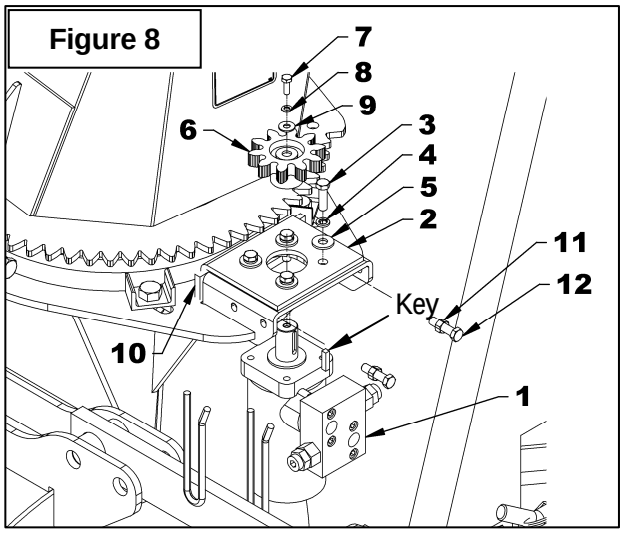

Figure 8
1. **Figure 8:** Install the motor (item 1) placing the anchor plate on top (item 2) as shown on figure. Attach with four 3/8"NC x 1 1/4" (item 3) hex. bolts, lockwashers and flat washers (items 4-5). Tighten manually.
2. **Figure 8:** Install the motor gear (item 6) with the key, 8mm x 20mm bolt (item 7), lockwasher and flat washer (items 8-9). Tighten according to the ***"Torque Specification Table"*** at the end of the manual.
3. **Figure 8:** Insert the anchoring flat bar (item 10) between the anchor plate (item 2) and the motor support as shown on figure. Screw the 3/8"NC nuts (item 11) at maximum on the two 3/8"NC x 1 1/2" lg bolts (item 12). Install those two bolts (item 12) by screwing them in the anchoring flat bar (item 10).